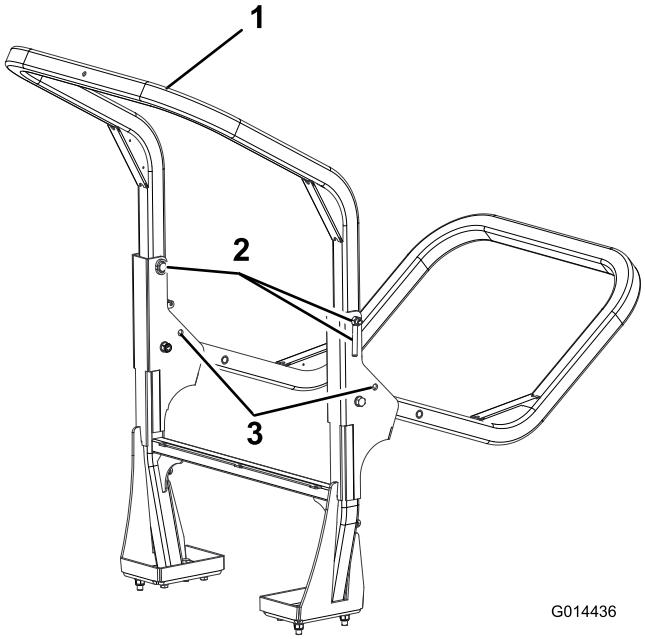

Figur 30
2. Støtt vekten av veltebøylen mens du fjerner håndmutrene, skivene og festeboltene fra svingbrakettene (Figur 30).